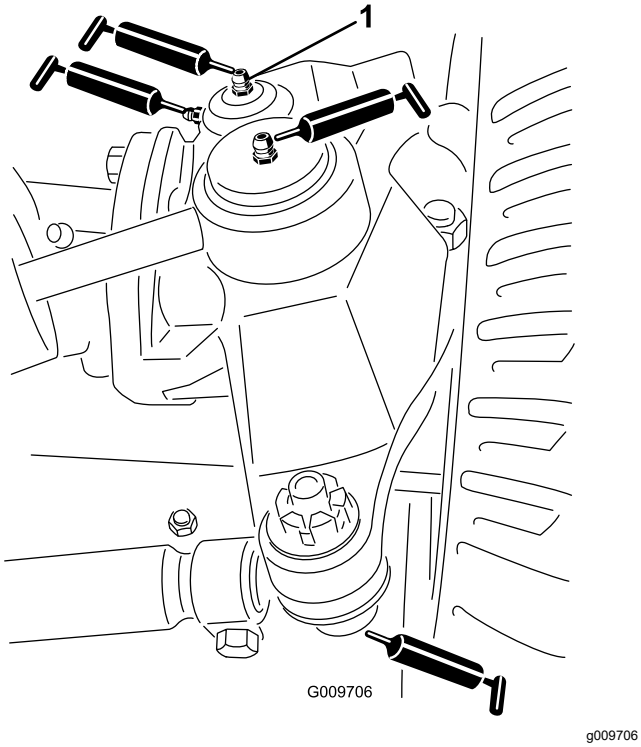

Figura 81
- Rótulas do cilindro de direção (2) (Figura 81)
- Rótulas esféricas da barra de ligação (2) (Figura 81)
- Buchas do pino principal (2) (Figura 81). **O bocal superior do pino principal apenas deverá ser lubrificado uma vez por ano (2 bombas).**